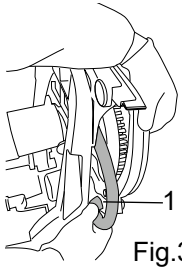

Fig.33
- Detach the hose from the diverter valve and from the rear squeegee (fig. 33, ref. 1).